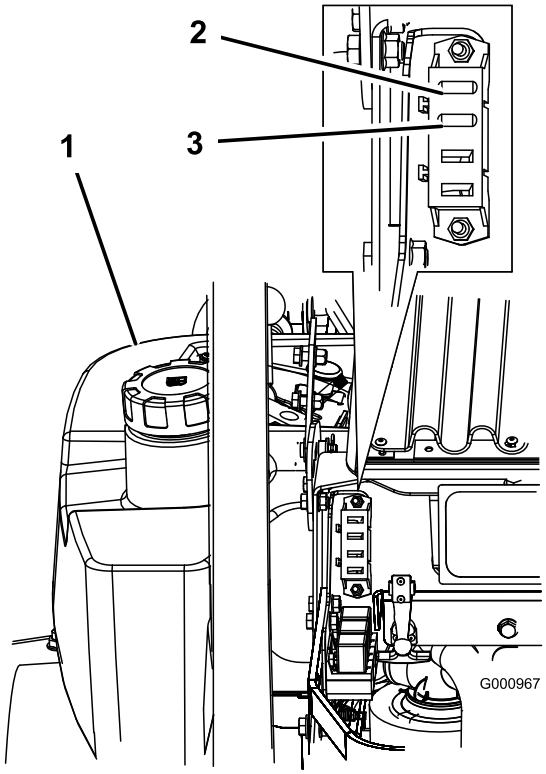

Figuur 41
1. Maak de motorkap open om toegang te krijgen tot de zekeringhouder (Figuur 41).
3. Monteer een nieuwe zekering (Figuur 41).